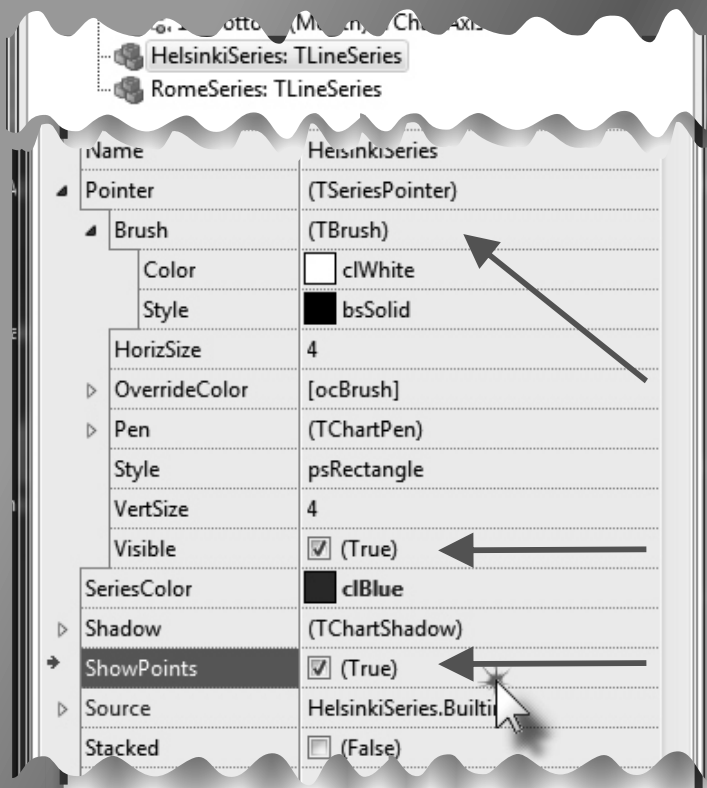

Figure 23: "ShowPoints" of each series. Set the color of the data points to the color of the connection lines by changing "Pointer.Brush.Color" of each series.
- Show the individual data points of each series by turning on the property **"ShowPoints"** of each series. *(See Figure: 23 on the next page)*